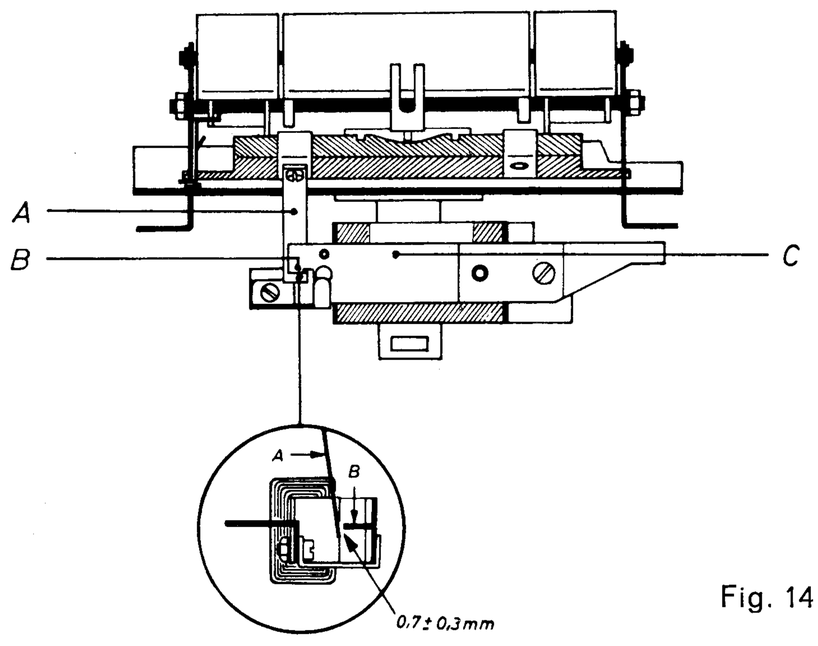

Fig. 14
9.2 Adjustment (see Fig. 14)
When the start key is in its operating position or the fast forward/rewind key is in either one of its two operating positions, there must be a clearance of 0.7 ± 0.3 millimeters or approx. 0.03 ± 0.01" between the actuating lug (B) of the armature (C) and the driver (A) (see the encircled part of Fig. 14) If this requirement is not met, the automatic end-of-tape stop will fail and the control keys will not be arrested in their respective operating positions.